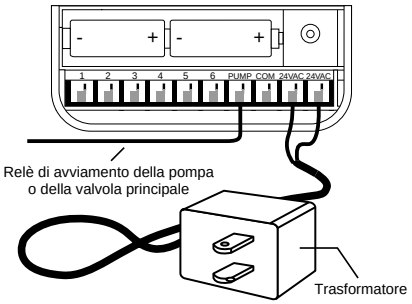

FIGURA 20: Collegamento del relè di avviamento della pompa o valvola principale e del trasformatore
- Collegare il trasformatore **[vedere Figura 20]**.